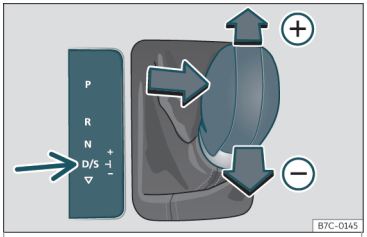

Fig. 201 Consola central: cambiar con tiptronic.
- Empuje la palanca hacia adelante ⊕ o hacia atrás ⊖ para aumentar o reducir la marcha ››› **fig. 201**.